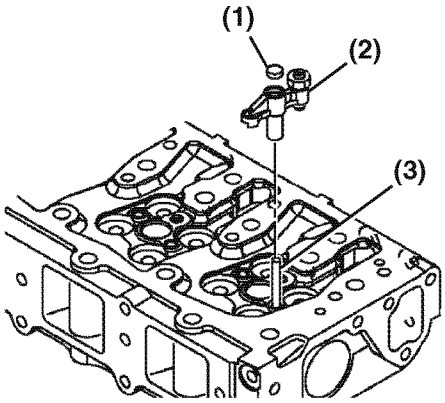

Figure 6-64
Visually inspect the contact surface at both ends of the valve bridge **(Figure 6-64, (2))** for excessive wear or mushrooming.
Remove and inspect the seat **(Figure 6-64, (1))**.
Measure the diameter of the valve bridge guide pin bore in the valve bridge and guide pin **(Figure 6-64, (3))**. *See Rocker Arm and Shaft on page 6-9 for the service limit.*